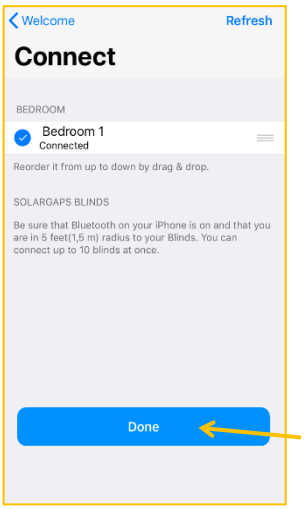

Figure 7
10.2.3.4. Click **Done** to confirm the connection *(Fig. 7)*.